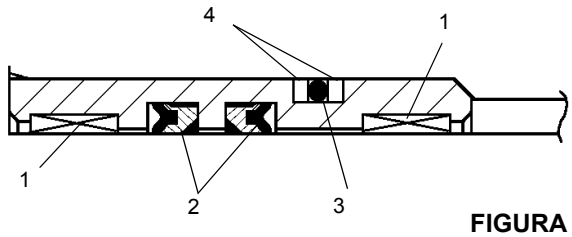

FIGURA 2-39
2. Instale el anillo “O” y anillos de respaldo en el exterior del retenedor de sellos y los sellos profundos en Z de varilla y anillos de desgaste en el interior del retenedor de sellos (Figura 2-39).